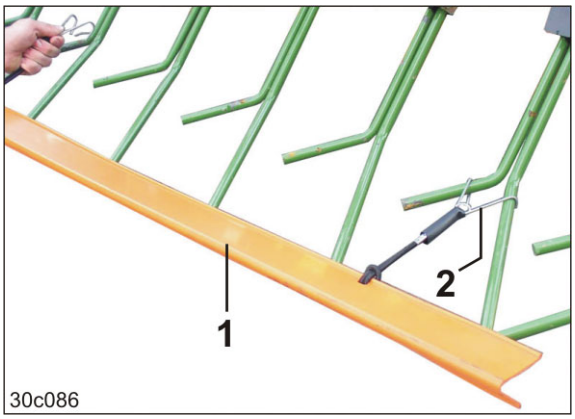

Fig. 175
8. Skub den todelte trafiksikring (Fig. 175/1) over præcisionsstriglens stive del.
9. Fastgør trafiksikringen på præcisionsstriglen med fjederholdere (Fig. 175/2).